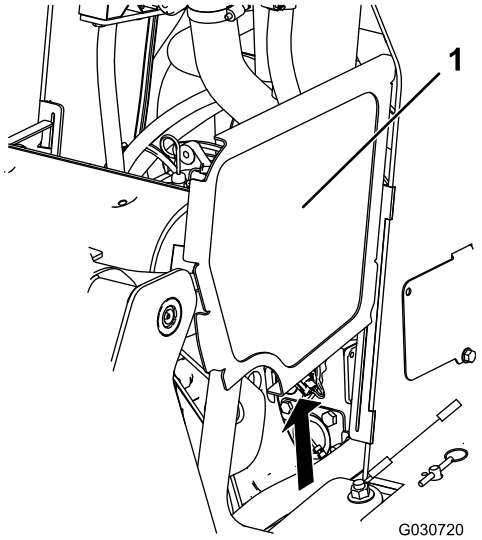

Figuur 40
2. Schuif de zijschermen (Figuur 40) omhoog en uit de sleuven in het voorscherm en het frame.